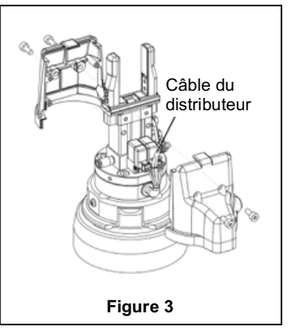

Figure 3
- Montez le couvercle comme indiqué à la **Figure 3**, en veillant à ce que le câble du commutateur ne soit pas pris ou coincé. Les vis CHC sont serrées au couple de serrage maximal de 1.0 N.m.